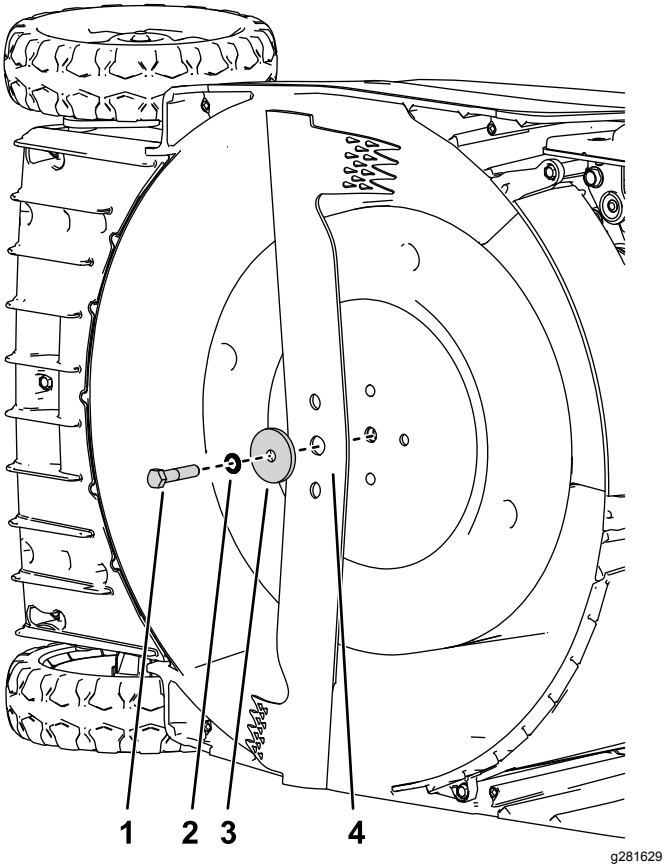

Figur 25
5. Monter den nye kniv og alle monteringsboltene og -møtrikkerne (Figur 25).